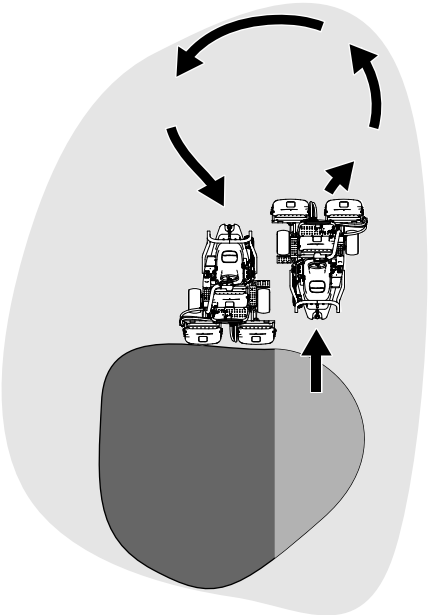

Figur 22
6. Reduser driftstiden og gjør det lettere for deg selv å begynne på neste lengde ved å snu maskinen brått i motsatt retning for deretter å snu den i den retningen du skal klippe. Utfør en dråpeformet sving (Figur 22) for å komme hurtig på plass til neste lengde.